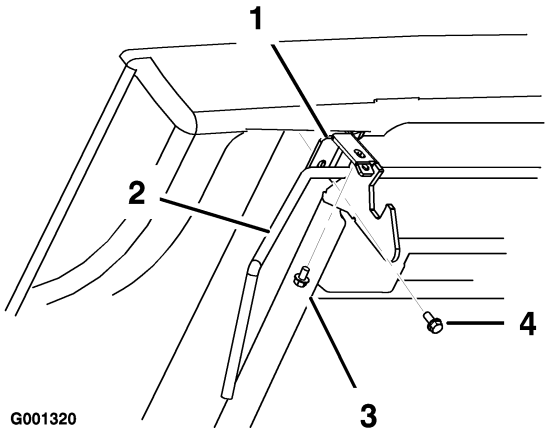

**Figure 3**
5. Remove the 2 flange head screws securing each side of the latch rod bracket to the underside and front face of the box (Figure 3). Retain all parts for future use.